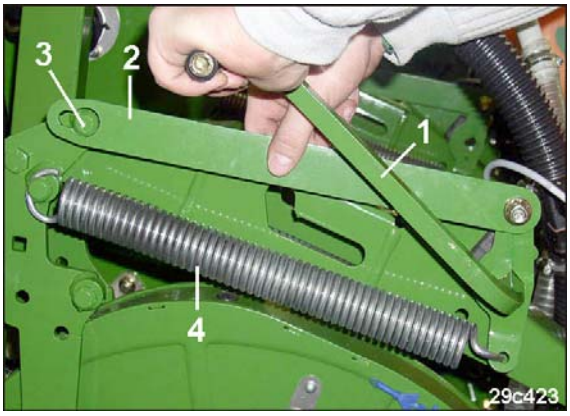
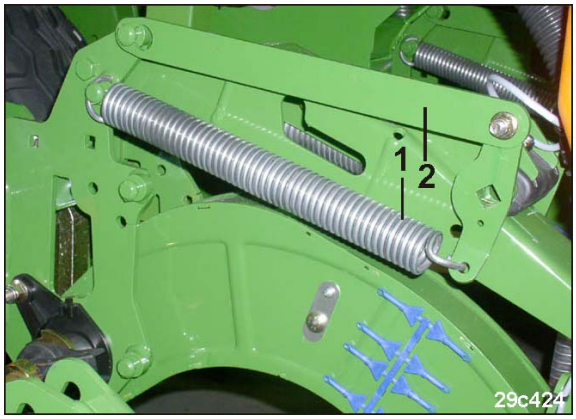
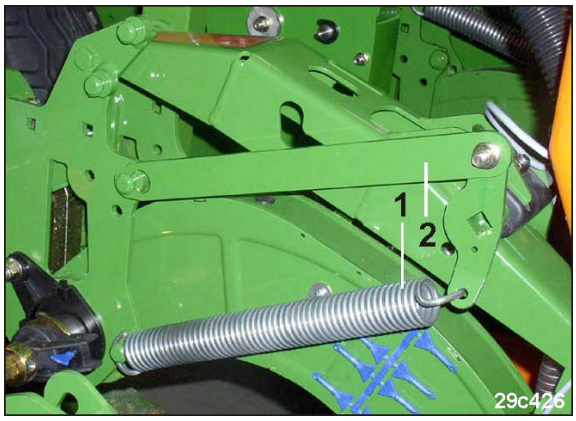

Fig. 139
Fig. 140
Fig. 142
2. Abdrehkurbel (Fig. 139/1) in die Vierkantöffnung des ersten Säaggregates stecken.
3. Abdrehkurbel entgegen der Federkraft drücken und die Strebe (Fig. 139/2) vom Bolzen (Fig. 139/3) lösen.
4. Zugfedern (Fig. 139/4) entspannen.
5. Beide Zugfedern (Fig. 139/4) umhängen, wie in den Figuren (Fig. 140 bis Fig. 142) gezeigt.
6. Mit der Abdrehkurbel die Federn spannen und die Strebe (Fig. 139/2), wie in den Figuren (Fig. 140 bis Fig. 142) gezeigt, an einem Bolzen einhängen.
Befestigung der Feder (Fig. 140/1) und der Strebe (Fig. 140/2), wie dargestellt.
Belastungsstufe 3: (siehe Fig. 142).